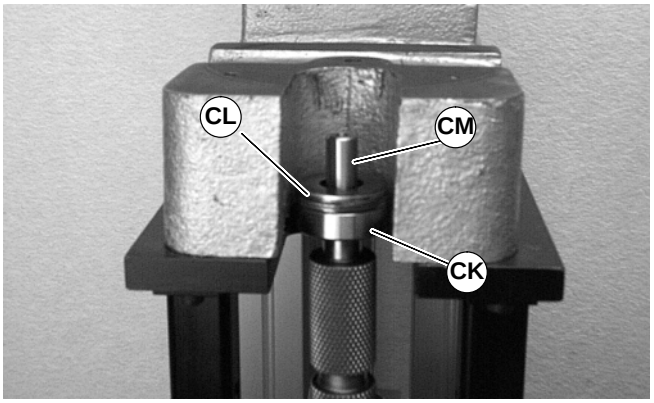

Abbildung 51
2. Zwei (2) 5/8 flache Unterlegscheiben oder Ähnliches (CL siehe Abbildung 51), über die Antriebswelle (CM) und gegen das Lager legen (CK) (Teilnr. 802-124).